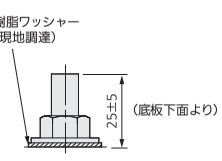

図8
- 耐重塩害仕様は、樹脂ワッシャーを使用して底板の塗装を保護してください。（図8）